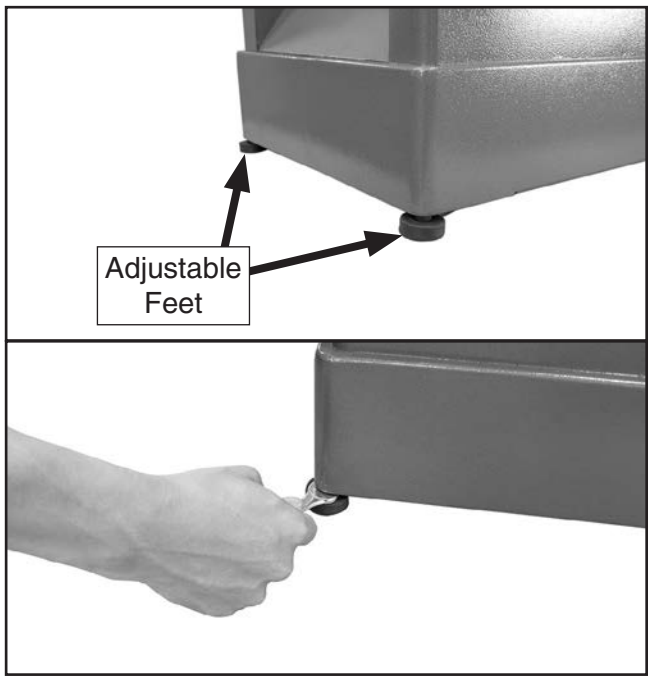

Figure 14. Leveling jointer.
8. Adjust feet (see **Figure 14**) as necessary until jointer is stable without any rocking or wobbling.